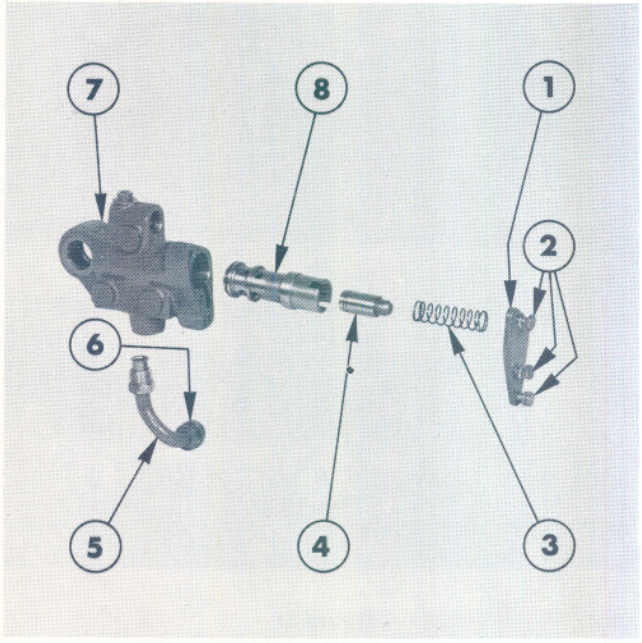

Figure 20
1. Disconnect the dump pipe, remove and discard the "O" ring seal, Figure 20.